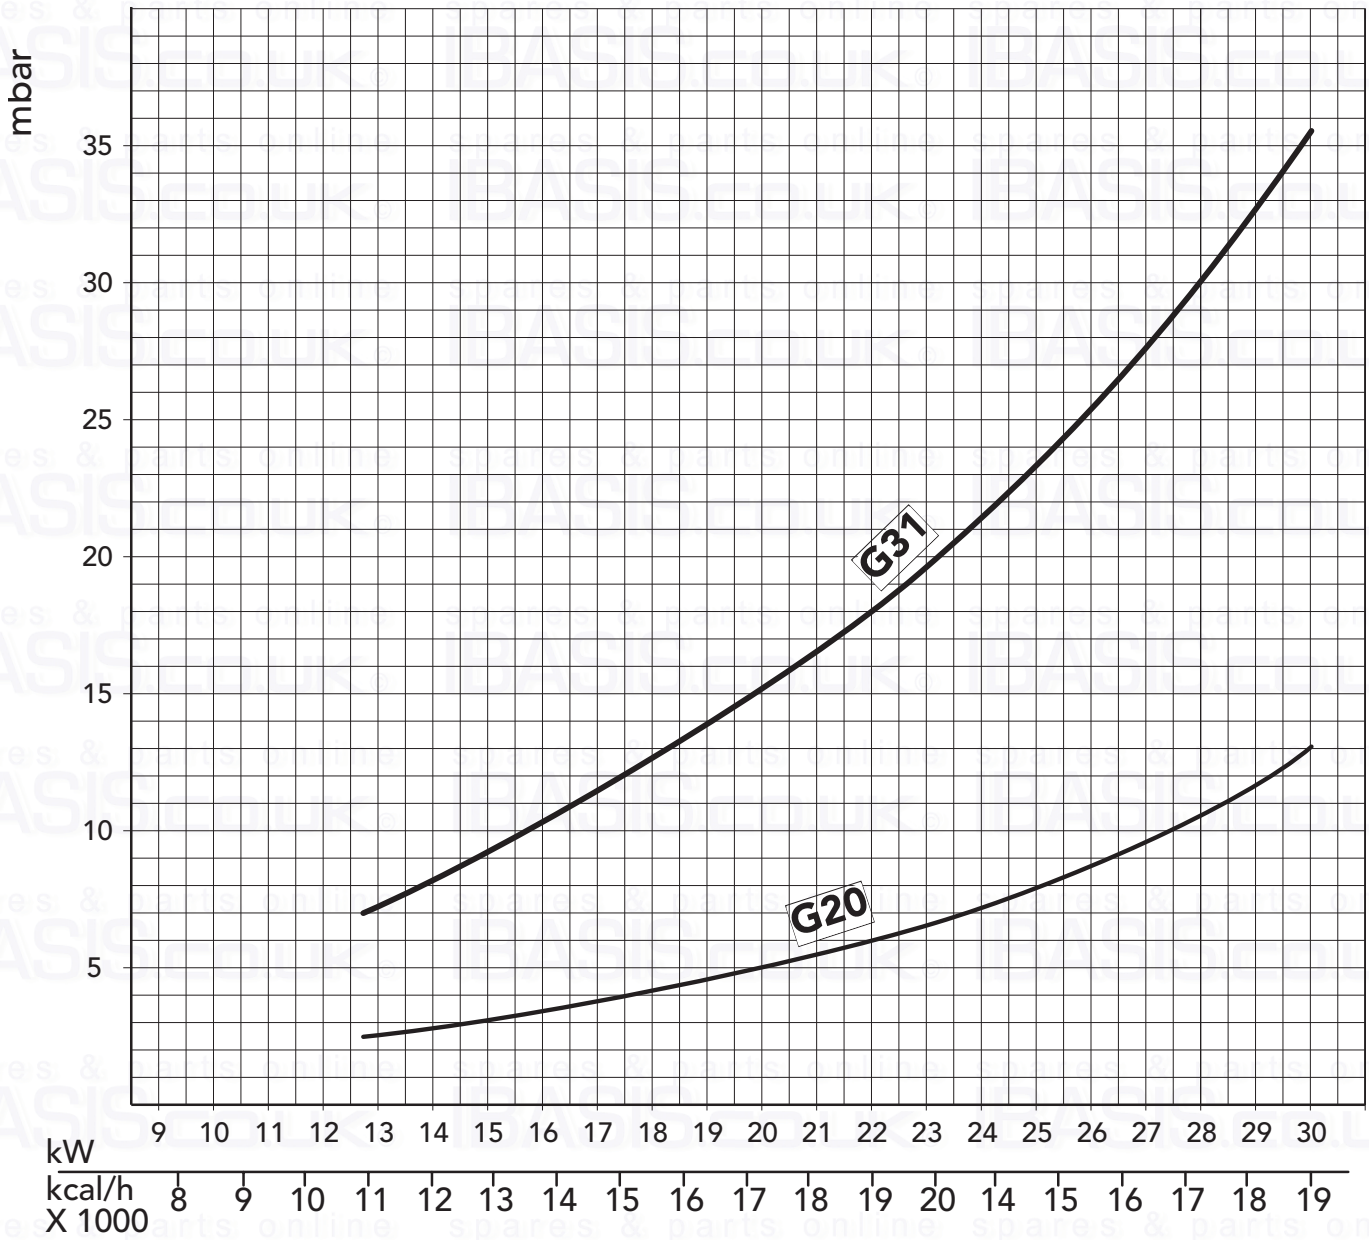

Fig. 4
N.B. - **The gas pressures at the burner and gas flows during the** central heating phase **given in the table refer to** nominal boiler output**. To reduce this output (where necessary), gas pressure must be reduced until the required output level is reached (see figures 4 and 5).**
To adjust boiler heat input (thus also regulating heat output to the central heating water) simply adjust the main burner via the electronic control board (fig. 4 and see paragraph 5.04).